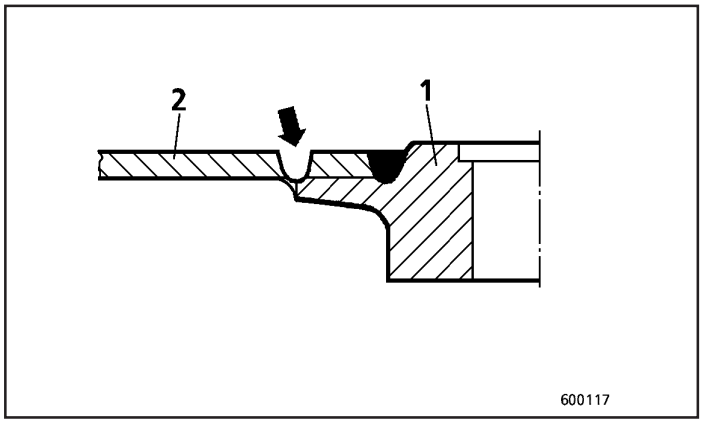

Fig.10
- Soldagem da trinca aberta (Fig. 10).
- Abertura de um rasgo no flange (2) na região da solda posterior entre o flange e o cubo (1) ao longo de toda o perímetro (Fig. 10).